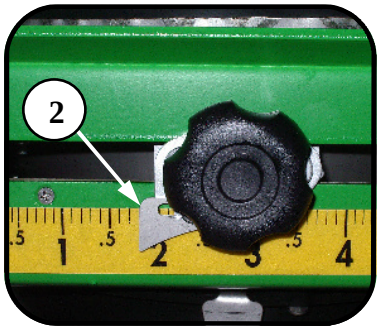

Rys. 41
- ustawić wskaźnik (2) na skali przesuwająca ją w pozycję [1,8] (Rys. 41);